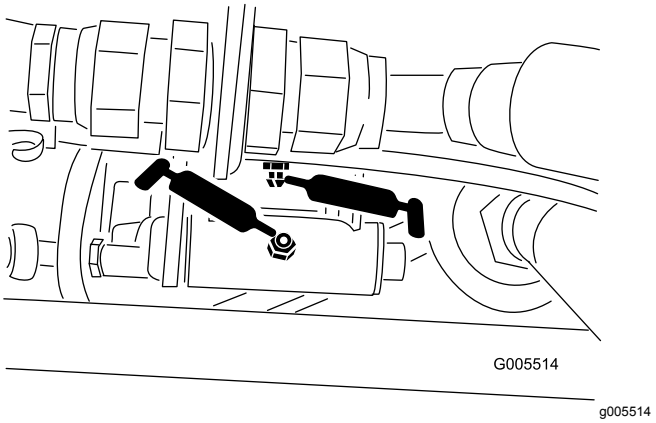
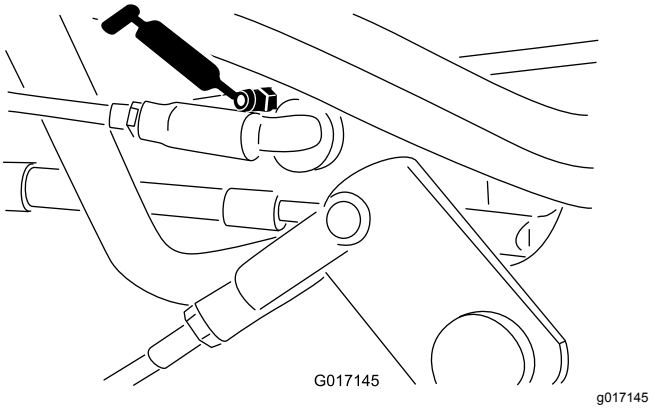

**Figur 37**
**Figur 38**
- Växelväljarlänkaget (Figur 37 och Figur 38)